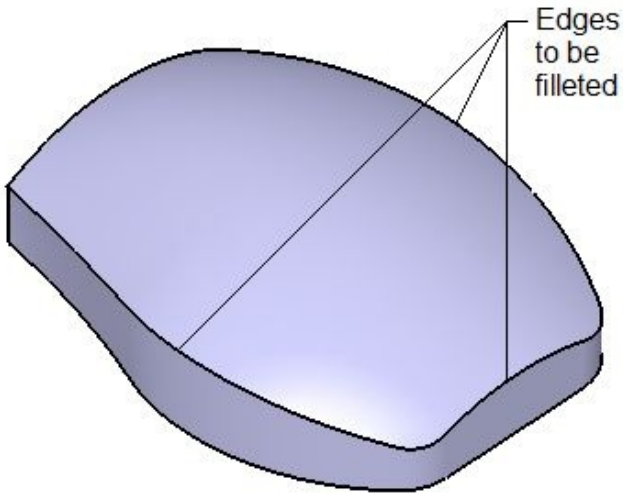
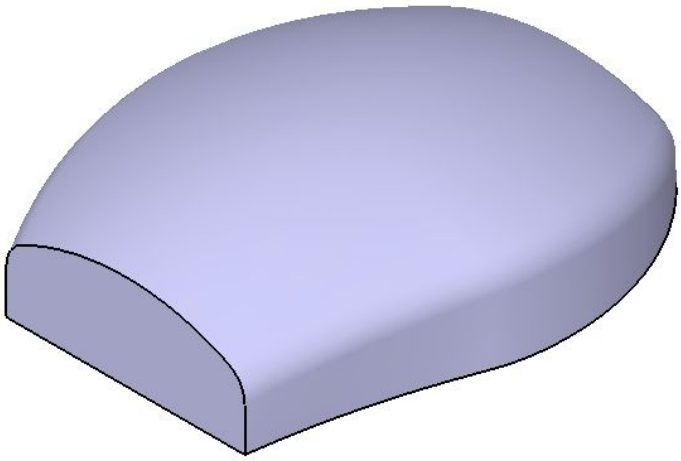

Figure 9-90 *Edges to be filleted*
Figure 9-91 *The model after filleting the selected edges*
4. The **Edge Fillet Definition** dialog box is displayed again. Now, select the edges shown in Figure 9-90 and set the value of the radius to **15** in the **Radius** spinner. Next, choose the **OK** button from the **Edge Fillet Definition** dialog box. The model after filleting the edges is shown in Figure 9-91. Exit the **Fillet Definition** dialog box.